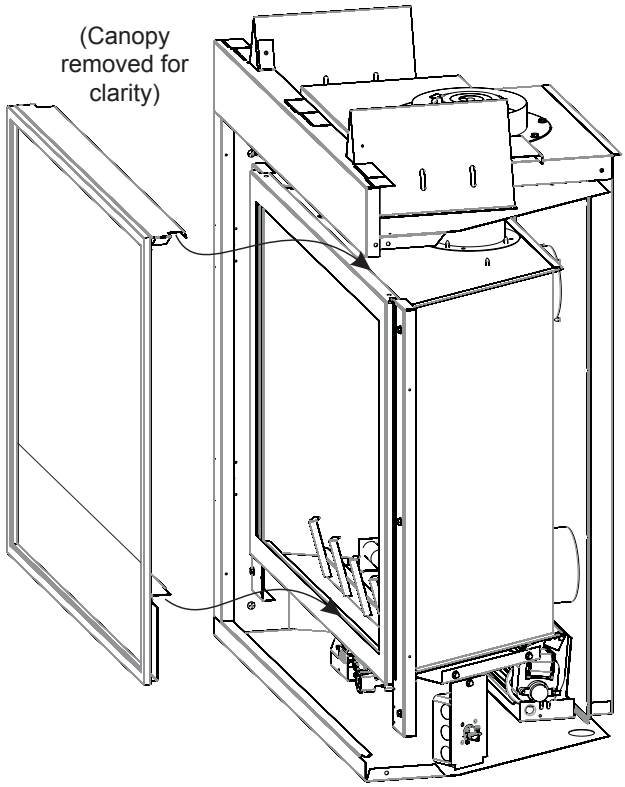

**Figure 86**
- Check the barrier screen for fit and structural integrity. **See Figure 86.**